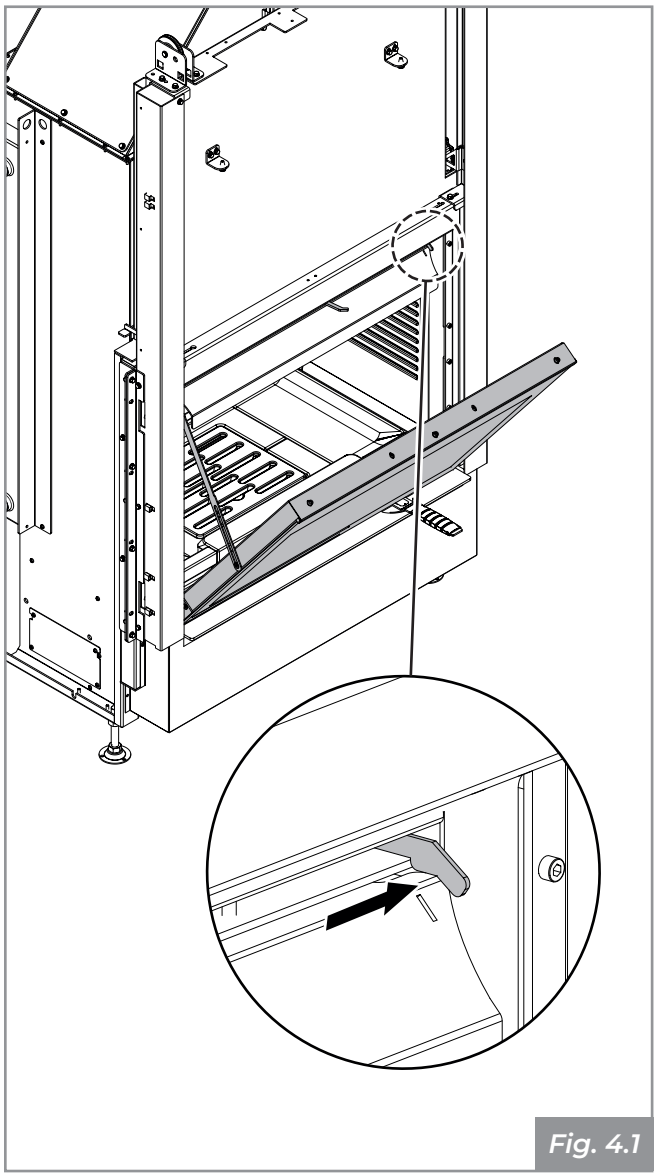

Fig. 4.1
2. Régler l'air de nettoyage de la vitre (complètement ouvert) comme indiqué sur la **Fig. 4.1** ;